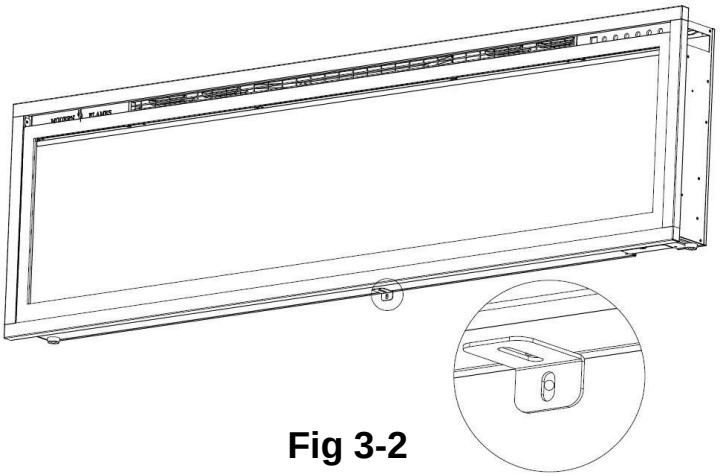

Fig 3-2
B. Usando el tornillo previamente removido, fijó el soporte en L (suministrado) a la parte inferior de la caja de la chimenea. **Fig 3-2)**